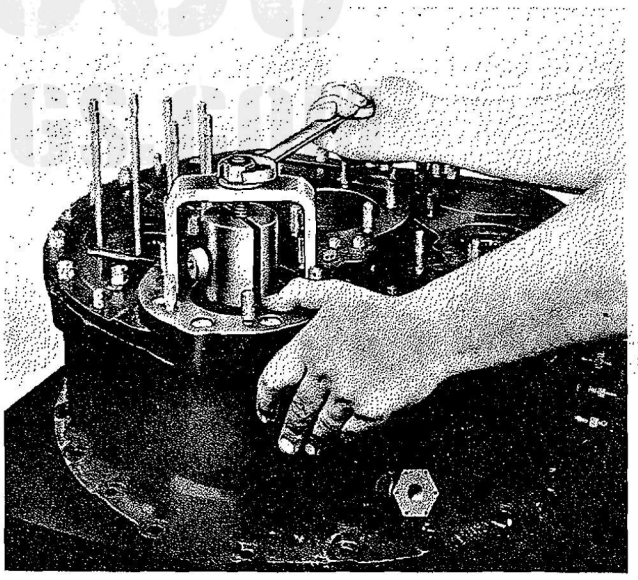

Figure 63—Removing Generator Drive Oil Seal Collar
a. Remove the generator substituting cover. Remove the six fillister head screws and shakeproof lock washers which attach the generator drive oil seal retainer to the rear cover. Tighten two screws having a No. 10-32 thread into the two tapped holes in the retainer to remove the retainer. Remove the generator drive oil seal collar, using puller (Tool No. 84983). Refer to Figure 63. Remove the oilite seal, diaphragm,